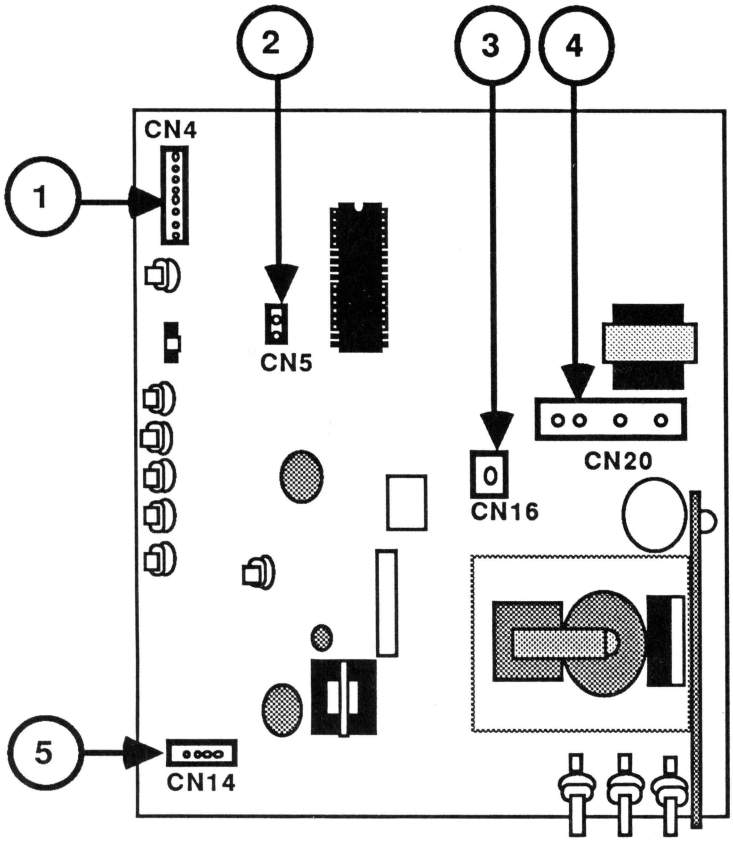

FIGURE 13
a) CN4 -- Figure 13, #1 (the connector from the control PCB at the front of the monitor).
b) CN5 -- Figure 13, #2 (the connector from the white only switch at the front of the monitor).
c) CN16 -- Figure 13, #3 (the black wire coming off the silver ground strap surrounding the CRT).
d) CN20 -- Figure 13, #4 (the large connector coming off the CRT neck).
e) CN14 -- Figure 13, #5 (the connector with four colored wires that are soldered at the other end to the CRT socket board).